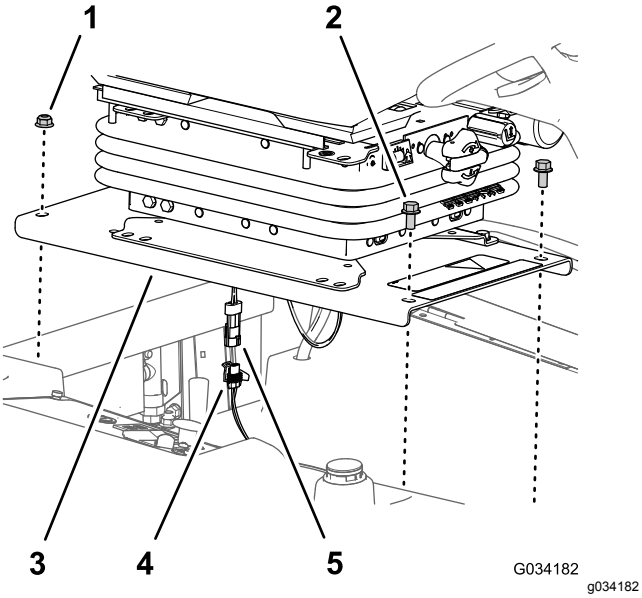

Figur 35
1. Fjern de to flangehovedbolte (3/8 x 3/4 tomme), der fastgør sædepladens forside til maskinens chassis (Figur 35).
2. Fjern de to flangelåsemøtrikker (3/8 tomme), der fastgør sædepladens bagside til maskinens chassis (Figur 35).
4. Frakobl 2-bens konnektoren på dødemandskontaktens ledningsnet fra 2-sokkelkonnektoren på maskinens ledningsnet (Figur 35).
2. Tilkobl 2-bens konnektoren på dødemandskontaktens ledningsnet til 2-sokkelkonnektoren på maskinens ledningsnet. Se Figur 35.
3. Ret de bageste huller i sædepladen (Figur 35) ind efter de 2 bræddebolte (3/8 x 1 tomme) i kølerens kanal.
4. Monter sædepladen (Figur 35) på bræddeboltene med de to flangelåsemøtrikker (3/8 tomme), du fjernede i trin 2 i Afmontering af sædet og sædepladen (side 41).
5. Tilret de forreste huller i sædepladen (Figur 35) efter gevindet på tankens stænger.
6. Monter sædepladen (Figur 35) på tankens stænger med de to flangehovedbolte (3/8 x 3/4 tomme), du fjernede i trin 1 i Afmontering af sædet og sædepladen (side 41).